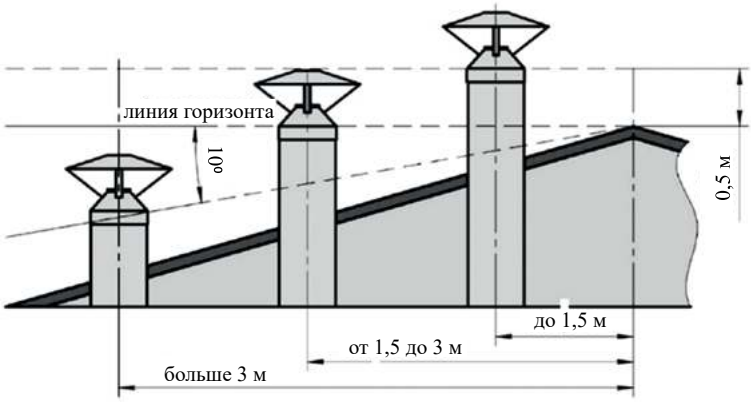

Рисунок 1: высота дымоходной трубы.
– не ниже линии, проведенной от конька под углом 10° к горизонту, при расположении дымовой трубы от конька на расстоянии более 3 м (рисунок 1).